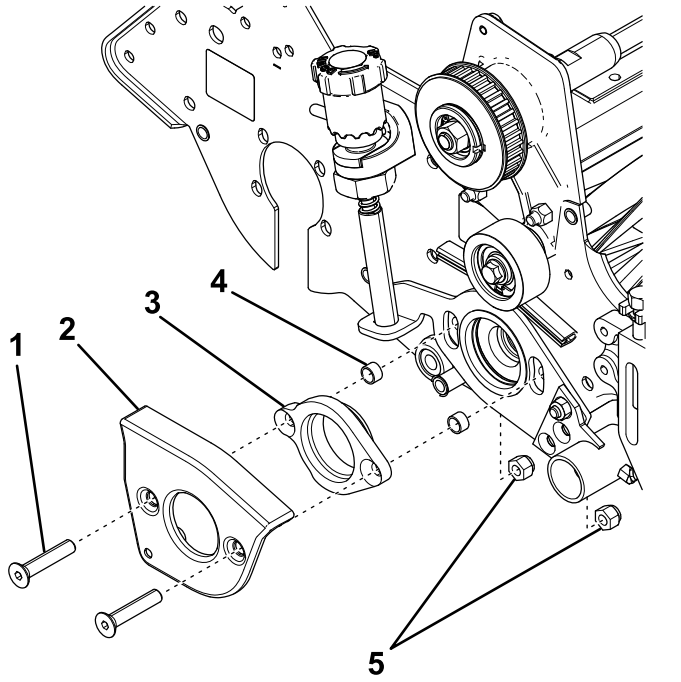

Figur 11
1. Monter de to flathodeskruene gjennom trimsatsarmdekselet og lageradapteren, og skyv de nye avstandsstykkene inn på begge endene (Figur 11).
2. Før inn flathodeskruene gjennom sideplaten, og fest dem med to låsemuttere (Figur 11).